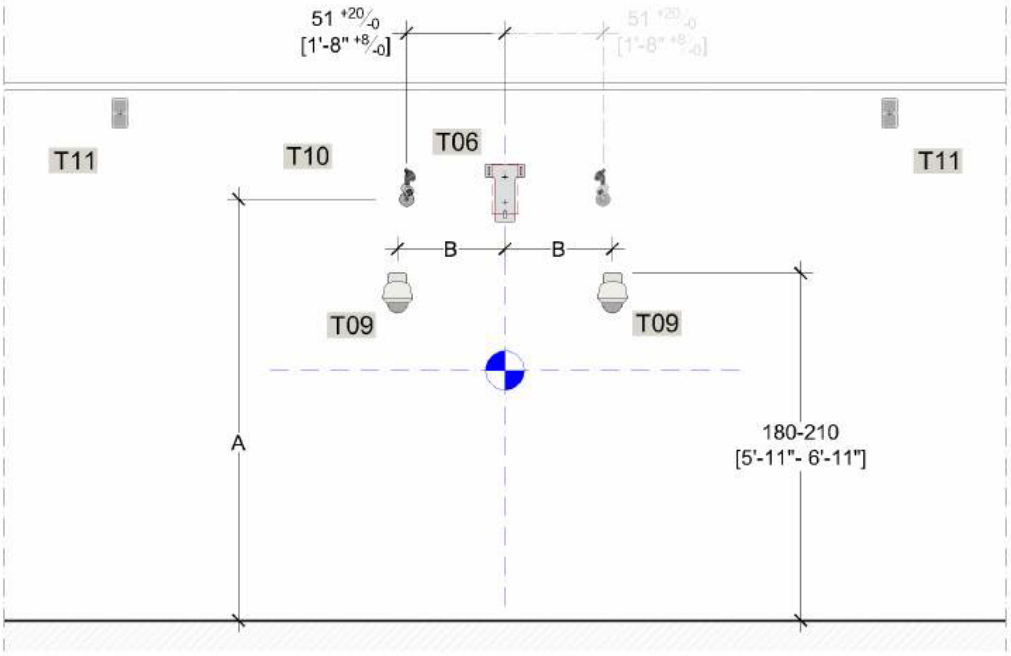
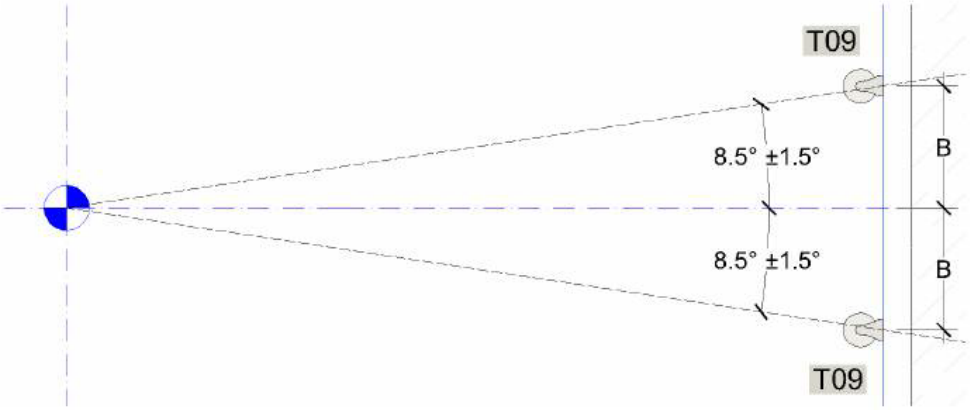

Figure 3-5 Treatment Room Sagittal Wall Elevation
Figure 3-6 Primary MotionView CCTV Camera Sagittal Wall Location *(plan view)*
- For dimension "**B**" refer to Figure 3-6
- Wall mount the LV camera post on either side of the isocenter, refer to Figure 3-5 and Table 3-2 for the installation area for the LV camera (**T10**).
- The primary MotionView CCTV (**T09**) two-camera system location shown in Figure 3-5 and Figure 3-6 is MANDATORY for patient safety.
- The sagittal Laser Mounting Plate (**T06**) installation height is variable, 230cm [7'-6"] is the recommended height to avoid any obstructions with the laser alignment beam, see Figure 3-5. Consult with the laser manufacturer and customer on the desired elevation.
The Sagittal Laser plate may be installed vertically, as shown in Figure 3-5, or horizontally, depending on the laser model. The mounting plate has two isocenter alignment holes for installation flexibility. Contact the Varian PM or laser manufacturer on installation orientation options.